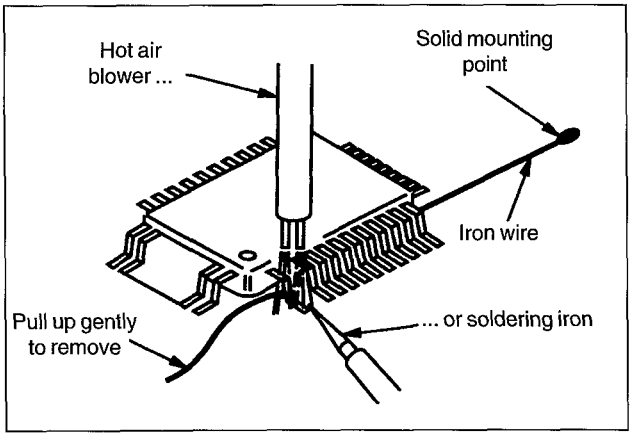

Fig. 1-24
b. Affix the wire to workbench or solid mounting point (see Fig. 1-24)